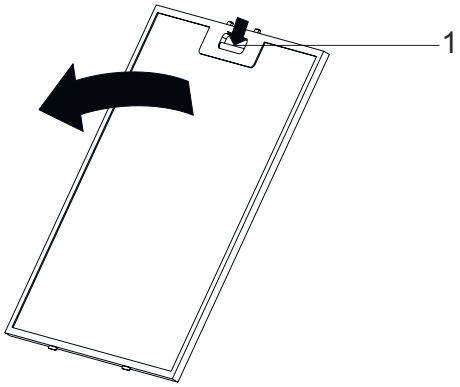

*Fig. 8*
- Premir o separador do filtro de alumínio (1) e puxar o filtro de alumínio na direção da seta (Fig. 8).